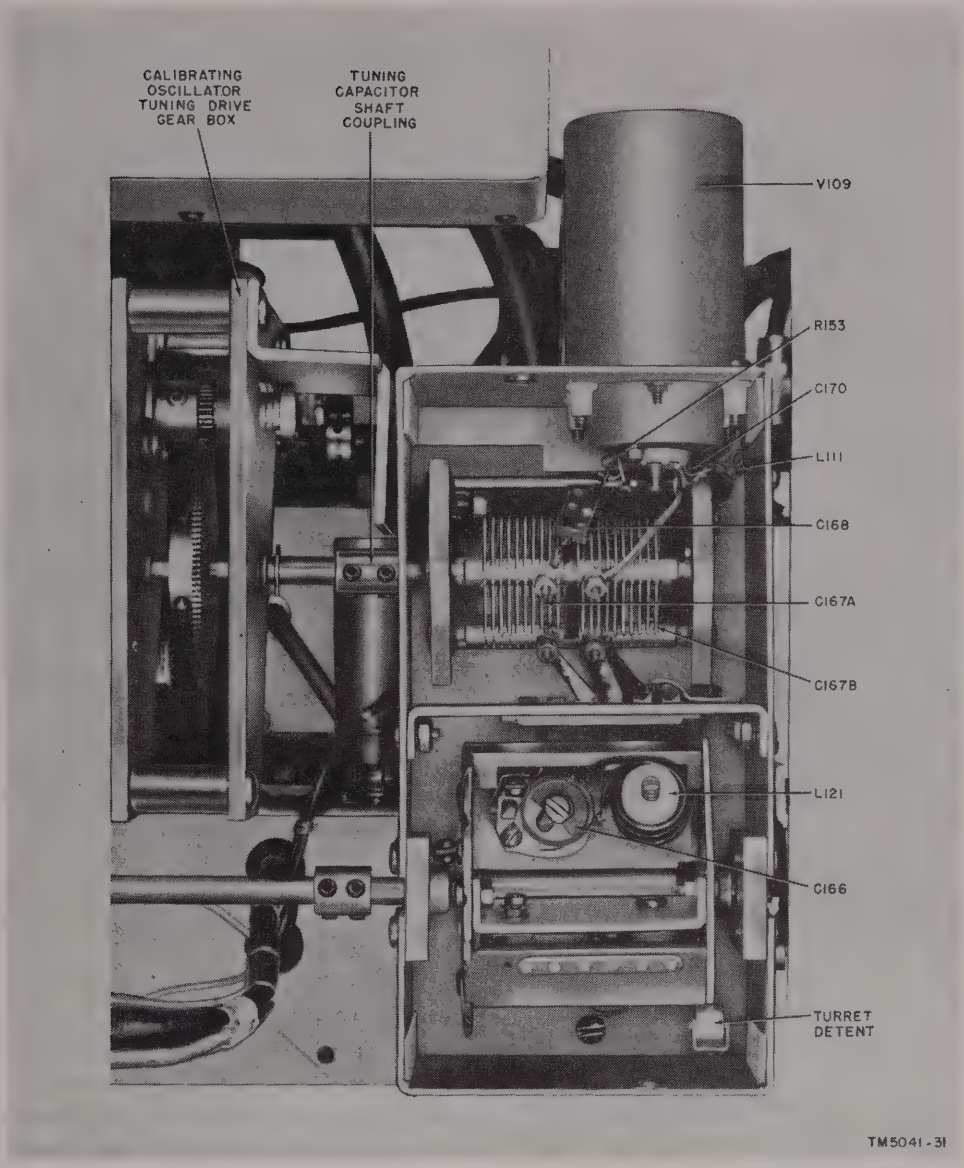

Figure 31. Receiver, interior view of calibrating-oscillator section.
a. Remove the side plate from the calibrating-oscillator section shield (fig. 31).
(1) Remove the side cover from the calibrating-oscillator section shield (fig. 31).
(2) Set both the receiver and calibrating oscillator to the same band, and tune both to the same frequency.
(3) Press the PUSH TO CAL. switch and hold it in.
(4) Rock the calibrating-oscillator tuning knob to peak the signal output on signal level meter M101.
(5) While holding the tuning knobs firmly to prevent rotation, loosen the set screws on the tuning capacitor shaft coupling.
(6) Without rotating the tuning capacitor, set the calibrating-oscillator dial to the exact frequency indicated on the receiver tuning dial. Tighten the set screws on the shaft coupling.
(7) For perfect tracking throughout each band, the calibrating oscillator may have to be realined (par. 76).